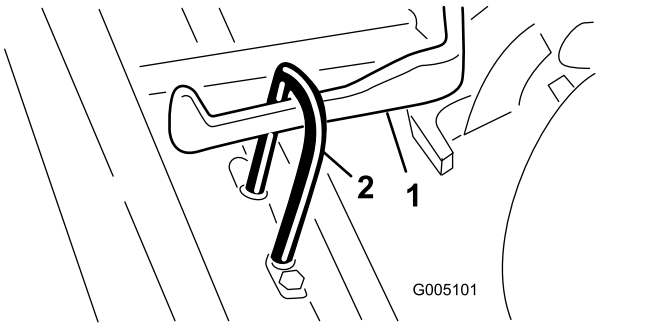

Figur 7
2. Skyd klippeenheden ind under trækrammen, samtidig med at du skyder løftekrogen på løftearmen (Figur 7).